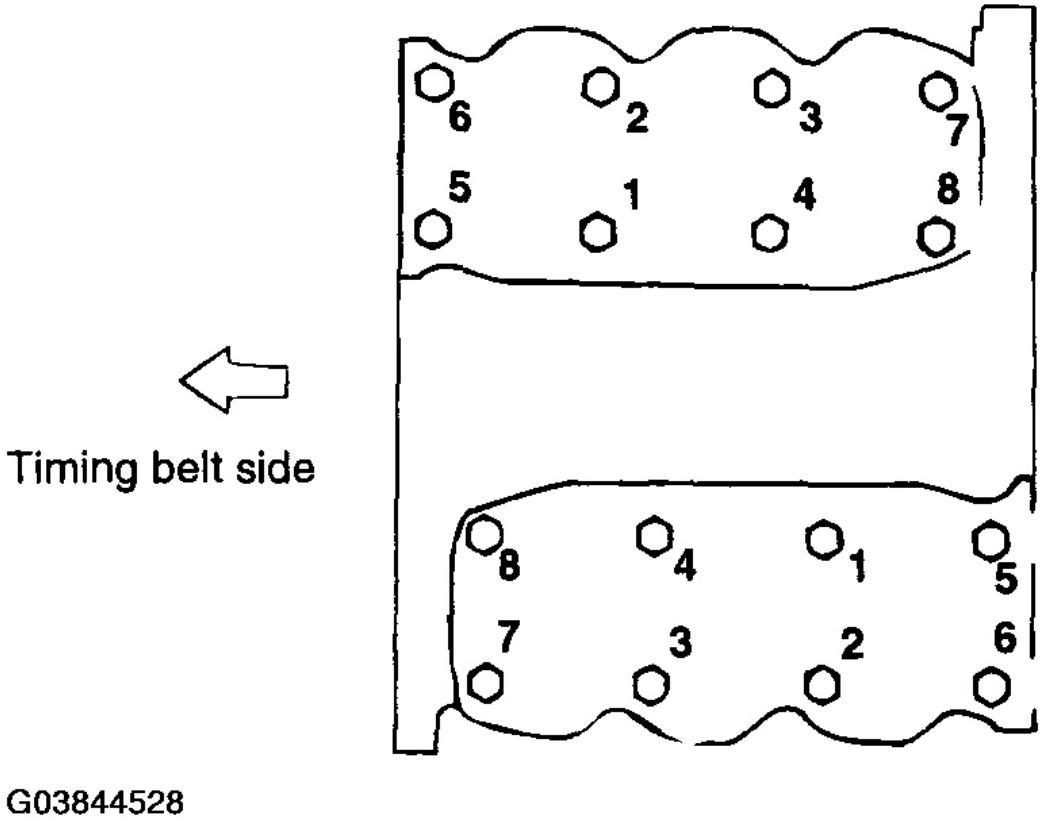

Fig. 12: Identifying Torque Sequence
2. Be sure to follow the specific torque sequence as shown in **Fig. 12** .